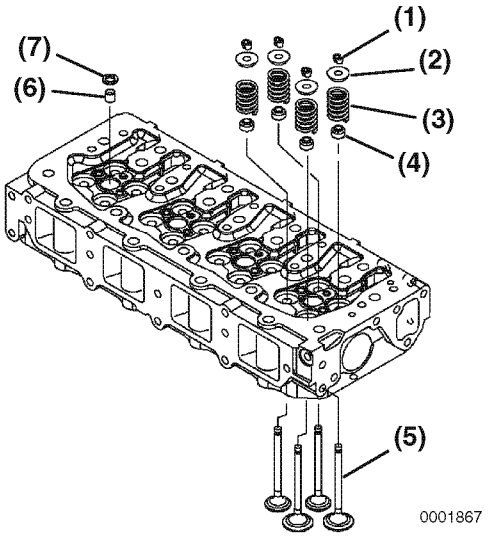

Figure 6-49
3. Remove the valve keepers **(Figure 6-49, (1))**.
5. Remove the spring retainer **(Figure 6-49, (2))**, valve spring **(Figure 6-49, (3)).**
7. Remove the injector nozzle protectors **(Figure 6-49, (6))** and the seats **(Figure 6-49, (7)).**
8. Turn the cylinder head so the exhaust port side faces down. Remove the intake and exhaust valves **(Figure 6-49, (5))** from the cylinder head.
9. Remove the valve stem seals **(Figure 6-49, (4))**.